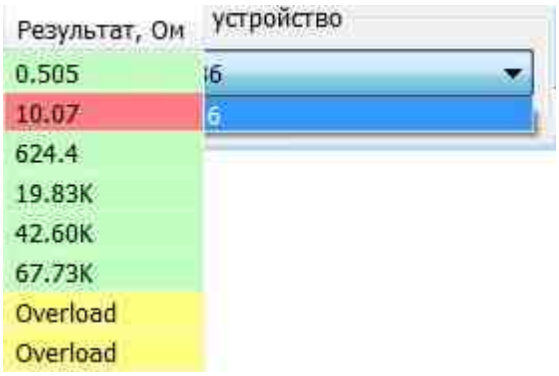
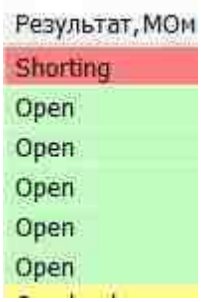

Рис. 3.11 Выводятся значения измеренных сопротивлений
Рис. 3.12 Выводятся значения сопротивлений изоляции
- по окончании измерений кнопка «Стоп» меняет название на «Старт», а в столбце «Результат, Ом» («Результат, МОм» для вкладки «Изоляция») выводятся значения измеренных сопротивлений (*Рис. 3.11*) или сопротивлений изоляции (*Рис. 3.12*).